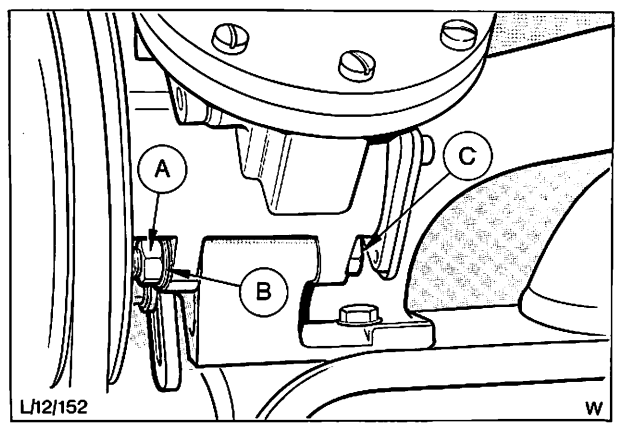

Abb. 17c A = Mutter
5. Pumpe mit Befestigungsschrauben am Halter ansetzen und Keilriemen einbauen. Befestigungsschrauben festziehen, Abb. 17c.